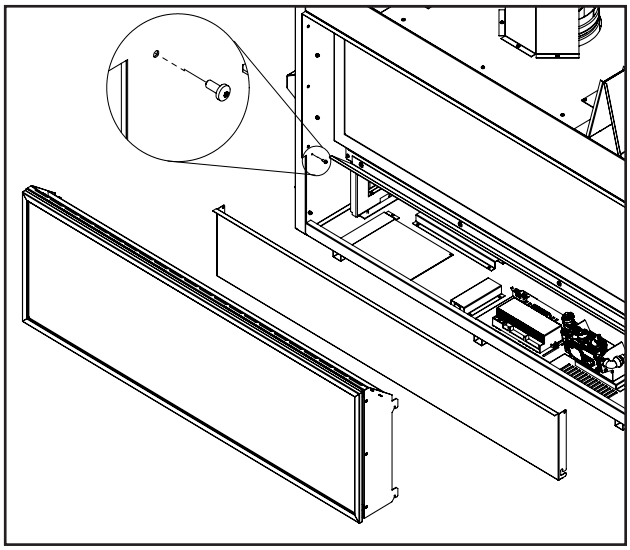

Figure 8. C44 - Front Cover Removal
Step 1: Prior to installation of the C44, remove the safety screen assembly. Next, remove the front cover using a T20 screwdriver (see Figure 8).